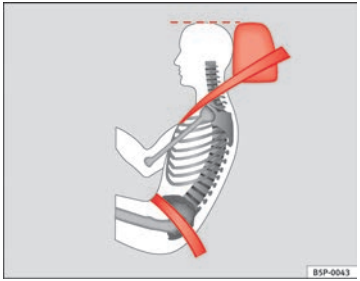

Fig. 13 Correct seat belt and head restraint positions, viewed from side
- **The lap part of the seat belt must lie across the pelvis, never across the stomach. The seat belt must lie flat and snugly on the pelvis ⇒ Fig. 13. Pull the belt tight if necessary to take up any slack.**